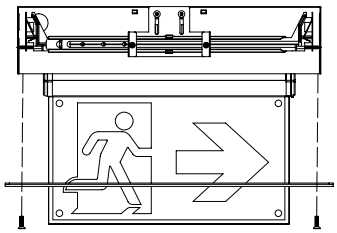

Fig. 15
8. Insert the fixture into the metal box and snap by the spring, fix the trim plate on the metal box by 2 screws (Provided) (see Fig.15).
8. Insérez le luminaire dans le boîtier métallique et enclenchez-le à l'aide du ressort; fixez la plaque de finition sur le boîtier métallique à l'aide de 2 vis (fournies) (voir fig. 15).